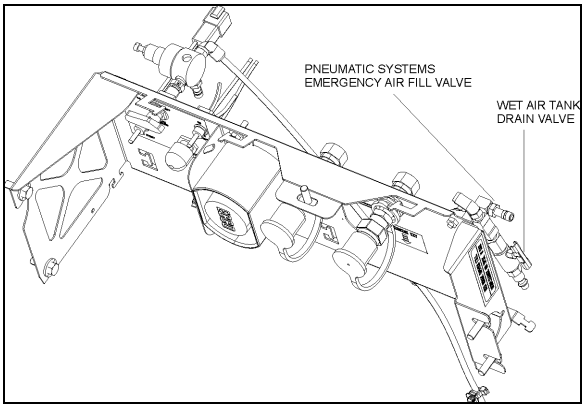

**FIGURE 46: REAR VALVE LOCATION ON H3 SERIES** 12162
A remote valve located in engine compartment and accessible through engine R.H. side door is used to **purge daily** (Figure 46).
**The rear valve** is located in engine compartment and accessible from engine R.H. side door (Figure 46).